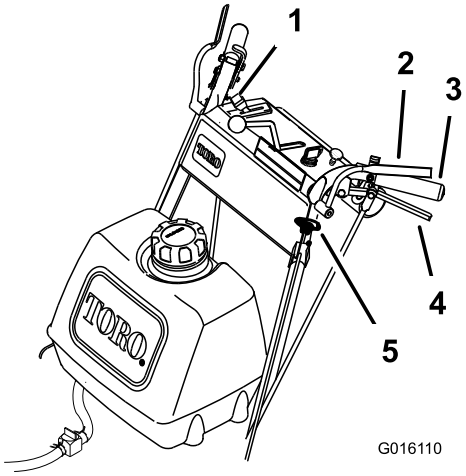

Figura 12
1. Para engatar as lâminas, aperte as alavancas do Controlo de presença do operador (CPO) contra as pegas do manípulo (Figura 12).
1. Empurrar o botão de controlo da lâmina (PTO) para baixo para off (Figura 12).
2. Soltar as alavancas de Controlo de presença do operador (CPO) desliga o motor e para as lâminas (Figura 12) com a alavanca de controlo da lâmina engatada.